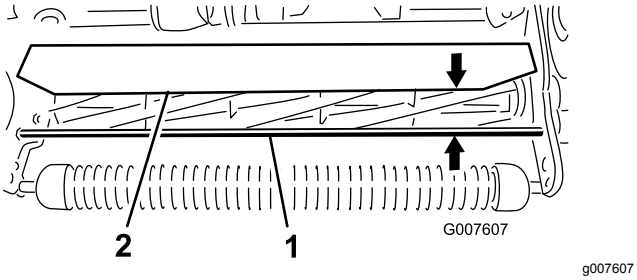

Rysunek 58
1. Zmierz odległość od góry przedniego drążka wsporczego do przedniej krawędzi osłony na obu końcach zespołu tnącego (Rysunek 58).